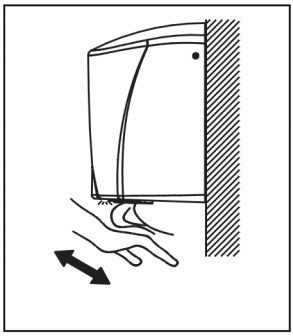

Figura 6
2. El secador de manos expulsa el aire caliente cuando las manos están a 10 cm o menos de la salida de aire. Siga las instrucciones en (figura 6, 7, 8) para secarse las manos. Dejará de funcionar 1 segundo después de retirar las manos. También dejará de funcionar automáticamente tras 1 minuto de uso consecutivo. Para reiniciar el secador de manos, vuelva a colocar las manos debajo para volver a activar el sensor.